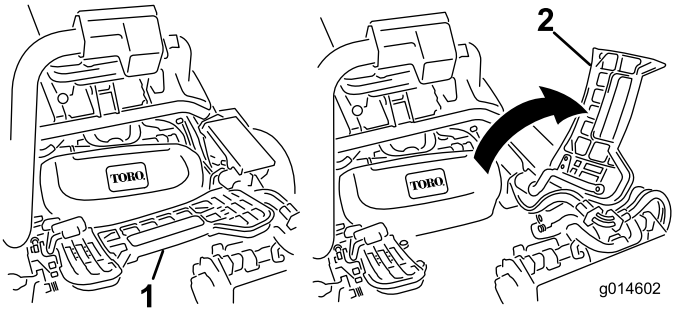

**Figur 31**
2. Løft opp fothvileren og drei den åpen, slik at man kan komme til midtstillingen til klippeenheten (Figur 31).